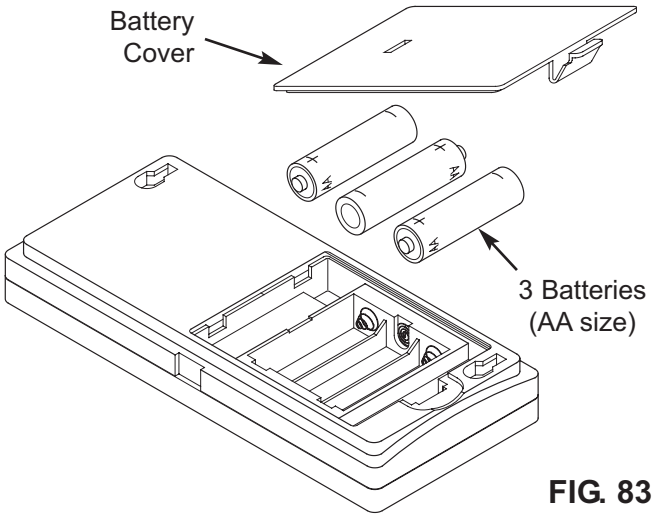

FIG. 83
2. Install three (3) AA size batteries, making sure that they are oriented to match the + and – markings inside the battery compartment (See Figure 83).